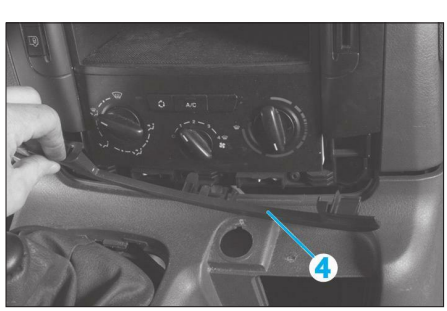

**Fig. 17**
• Déposer l'autoradio et le chargeur CD (selon équipement) **(Fig.17)**.
• Dégrafer la garniture inférieure (4) de la console centrale.